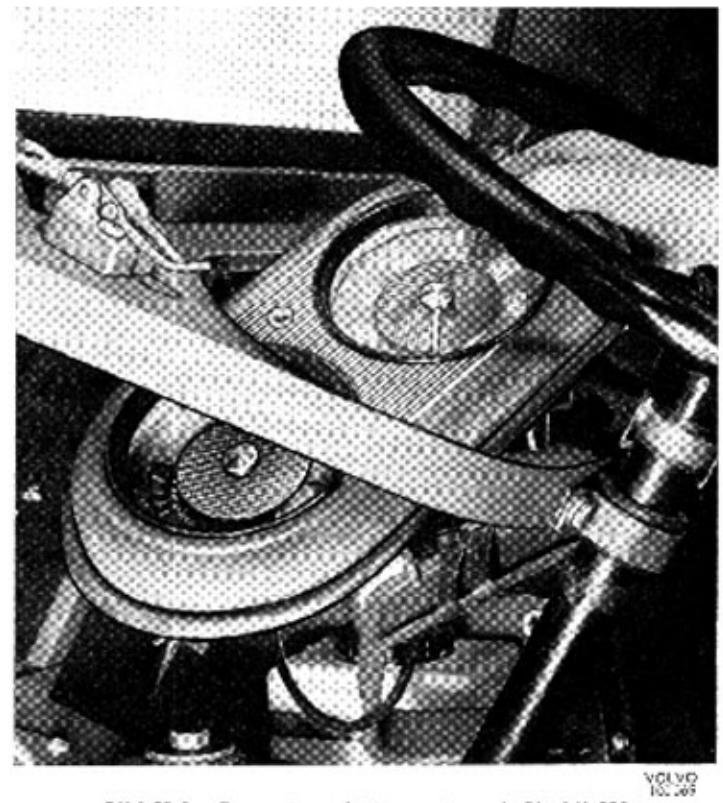

Bild 91-2. Demont. av instrumentpanel, Pltgbil 903
4. Tag bort instrumentpanelen enligt bild 91-2. Lossa eventuella ledningar som hindrar arbetet med panelen. Märk ledningarna före demonteringen.